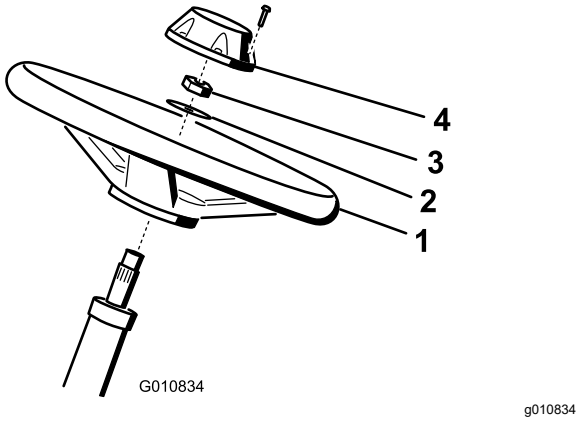

Figur 6
1. Påfør anti-seize-middel på styreakslen (vist i Figur 6).
2. Monter hjulet på styreakslen med spændeskiven og låsemøtrikken (Figur 6).
4. Monter hætten på hjulet (Figur 6).